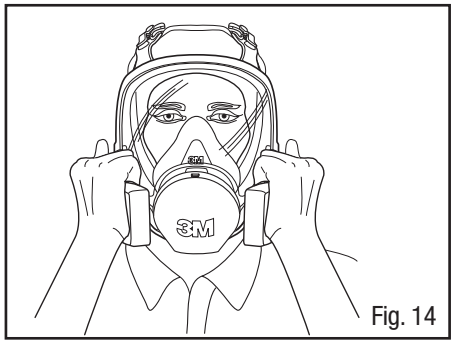

Fig. 14
1. Presione las cubiertas de filtro con ambas manos hacia la pieza facial e inhale con suavidad. Ha logrado un ajuste adecuado, si siente que la pieza facial se colapsa un poco y se pega a su cara sin ninguna fuga entre la cara y la pieza facial (Fig. 14).